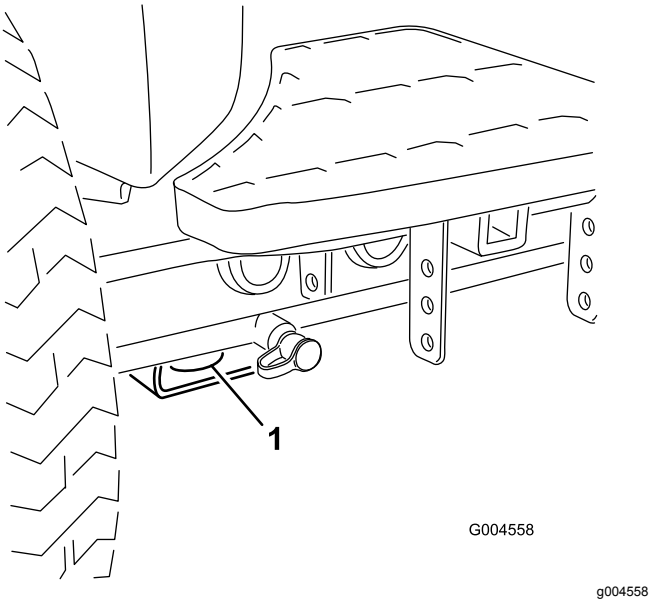

Figur 39
- For – hullet i den rektangulære plade, under akselrøret, indvendigt i forhold til hvert fordæk (Figur 39).